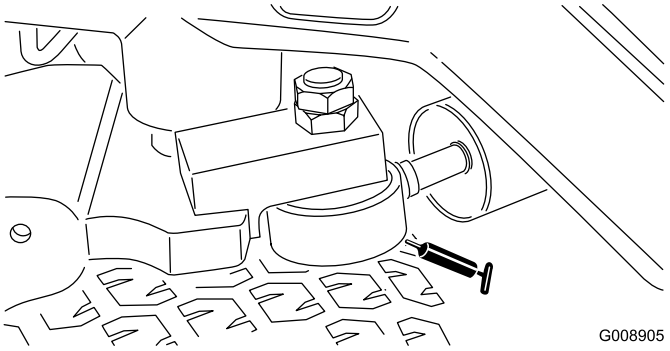

**Figur 58**
**Merk:** Dersom det ønskes, kan en ekstra smørenippel installeres i den andre enden av styresylinderen. Fjern dekket, installer nippelen, smør den, fjern den og installer pluggen (Figur 58).